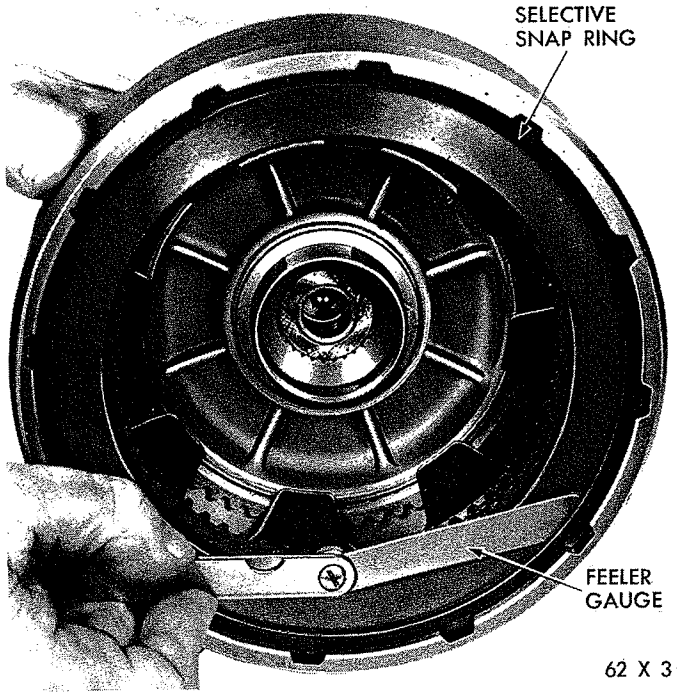

*Fig. 89—Measuring Rear Clutch Plate Clearance*
(6) Lubricate all clutch plates, install one lined plate followed by a steel plate until all plates are installed. Install outer pressure plate and snap ring.
(7) Measure rear clutch plate clearance by having an assistant press down firmly on outer pressure plate, then insert a feeler gauge between the plate and snap ring (Fig. 89). The clearance for the four disc clutch should be between .032-.055 inch, and between .026-.055 inch for the three disc clutch. If not, install a snap ring of proper thickness to obtain specified clearance. Low limit clearance is desirable. **Rear clutch plate clearance is very important in obtaining proper clutch operation. Clearance can be adjusted by the use of various thickness outer snap rings. Snap rings are available in .060-.062, .068-.070 and .076-.078 inch thickness.**
plate, then insert a feeler gauge between the plate and snap ring (Fig. 89). The clearance should be between .037 to .060 inch. If not, install a snap ring of proper thickness to obtain specified clearance. Low limit clearance is desirable. **Rear clutch plate clearance is very important in obtaining proper clutch operation. The clearance can be adjusted by the use of various thickness outer snap rings. Snap rings are available in .060-.062, .074-.076 , .088-.090 and .106-.108 inch thickness.**